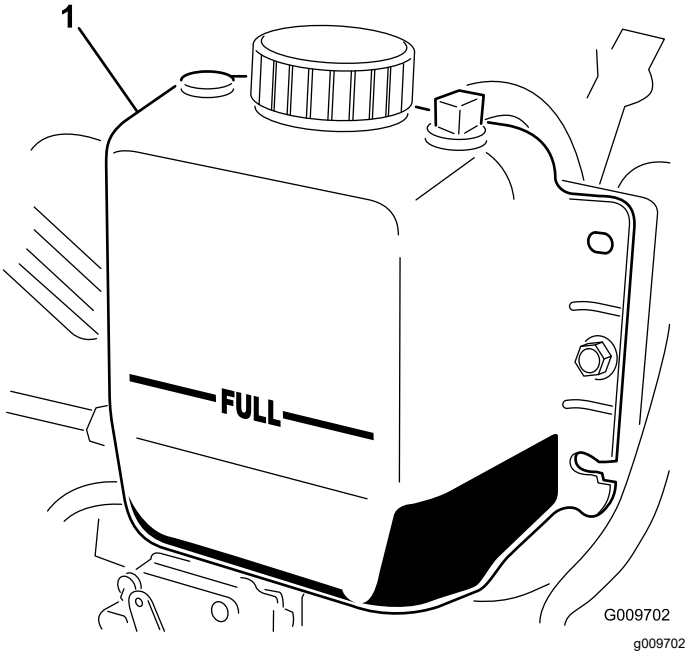

**Figuur 116**
3. Controleer het koelvloeistofpeil in de radiateur. De radiateur moet worden gevuld tot de bovenkant van de vulbuis, en de expansietank tot de VOL-markering (Figuur 116).